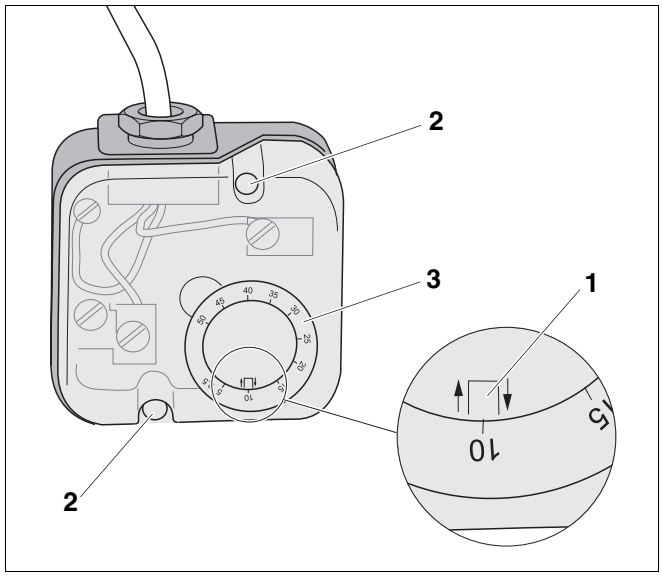

Afb. 29 Gasdrukschakelaar omstellen
- Controleeer de instelling van de gasdrukschakelaar (afb. 29) en corrigeer die eventueel: